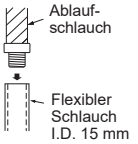

Abb. 3
- Wenn der mit dem Innengerät mitgelieferte Ablaufschlauch zu kurz ist, verbinden Sie ihn mit einem beim Installationsfachmann erhältlichen Ablaufschlauch (I). (Abb. 3)